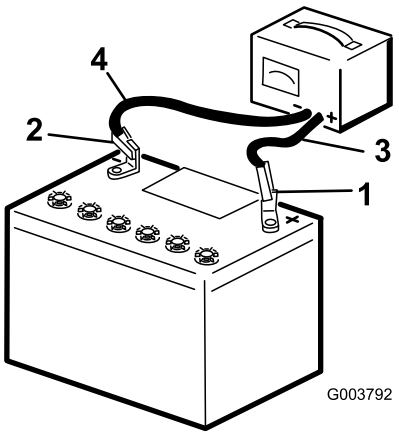

Figuur 38
3. Laad de accu 10 tot 15 minuten op bij 25 tot 30 A of 30 minuten bij 4–6 A (Figuur 38). De accu niet te ver opladen.
4. Zodra de accu volledig is opgeladen, haalt u de acculader uit het stopcontact en maakt u vervolgens de oplaadkabels los van de accuklemmen (Figuur 38).